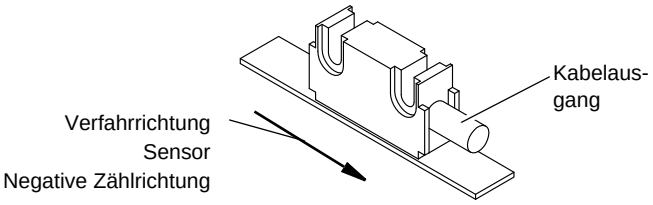

Abb.2-5: Definition der Zählrichtung
- Der Sensor wurde nicht entsprechend ☞ Abb.2-5: und ☞ Abb.2-7: ausgerichtet.